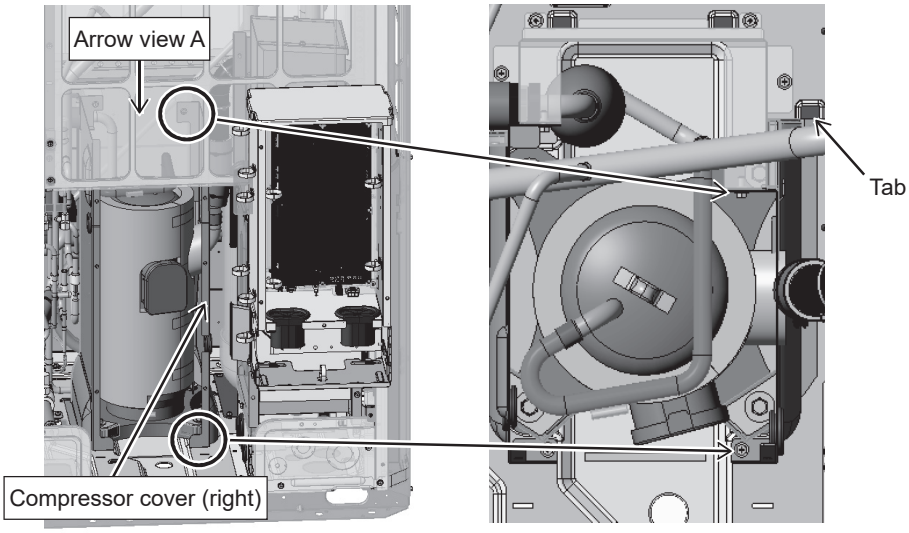

Figure 5 Arrow view A
(7) Remove the compressor cover (right). (2 screws and 1 tab as shown in Figure 5.)